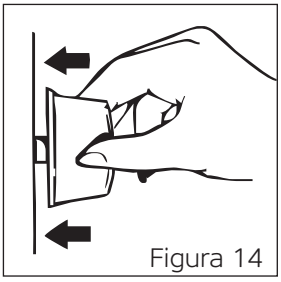
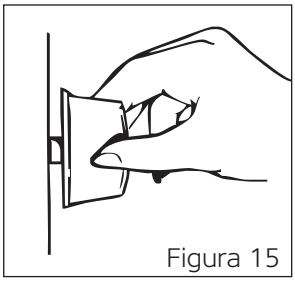
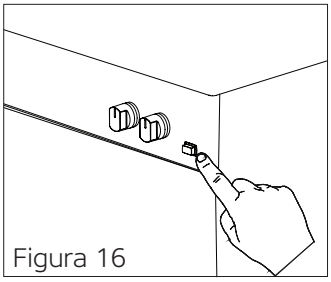

Figura 14
Figura 15
Figura 16
3. Per utilizzare il fornello di vostra preferenza, premete prima la manopola in direzione della freccia e attendete 5 secondi per la fuoriuscita dell'aria dai tubi (Vedi figura 14).
Nei Modelli Con Accensione Manuale; puoi accendere il bruciatore di tua preferenza con un accenditore (fiammifero, accendino) ruotando la manopola (Vedi figura 15).
*** Nei Modelli Con Accensione Tramite Manopola (Automatica);** puoi accendere il bruciatore di tua preferenza premendo la manopola nella direzione della freccia (Vedi figura 14) e ruotando la manopola (Vedi figura 15).
*** Nei Modelli Con Accensione Tramite Pulsante;** premi prima il pulsante sul pannello di controllo (Vedere figura 16). Quindi, premendo la manopola del bruciatore preferito nella direzione della freccia, è possibile accendere il bruciatore (Vedi figura 14).